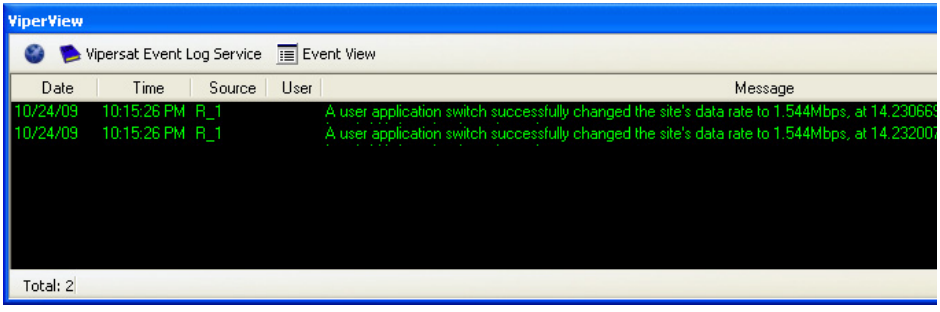

Figure 3-96 Switch Event, Event Log
5. Also, note the new entry in the Event View stating that the application switch was successful with the new data rate and frequency (figure 3-96).